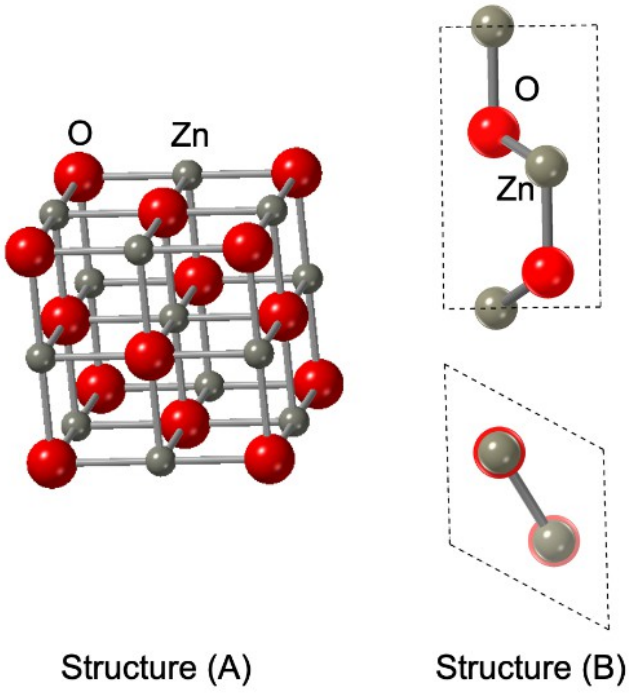

Figure 6 : Mailles des structures (A) et (B) de ZnO.
L'oxyde de zinc ZnO peut se présenter sous deux formes cristallines notées (A) et (B) (figure 6) selon la pression et la température.